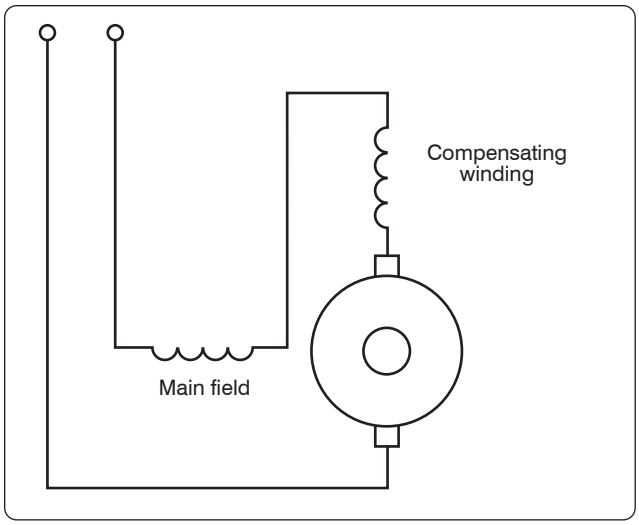

Figure 12-314. *Conductively compensated armature of AC series motor.*
4. The reactance of the armature is reduced by using a compensating winding embedded in the pole pieces. If the compensating winding is connected in series with the armature, as shown in *Figure 12-314*, the armature is conductively compensated.